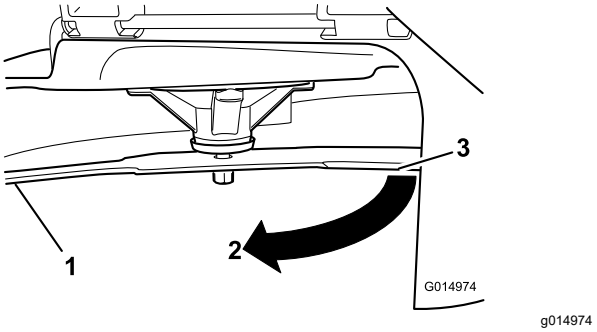

Figur 62
3. Uppmätt avstånd mellan kniv och yta (A)
4. Rotera samma kniv 180 grader så att den motsatta skäreggen nu är i samma läge (Figur 62).